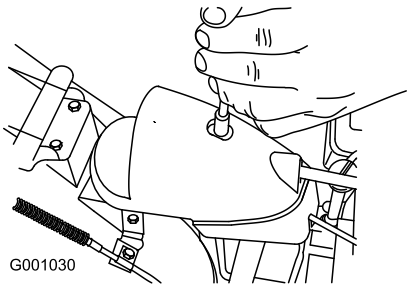

Figur 58
1. Fjern lukkemekanismen på geardækslet (Figur 58), løft dækslets forende op, og skub det tilbage og til siden.